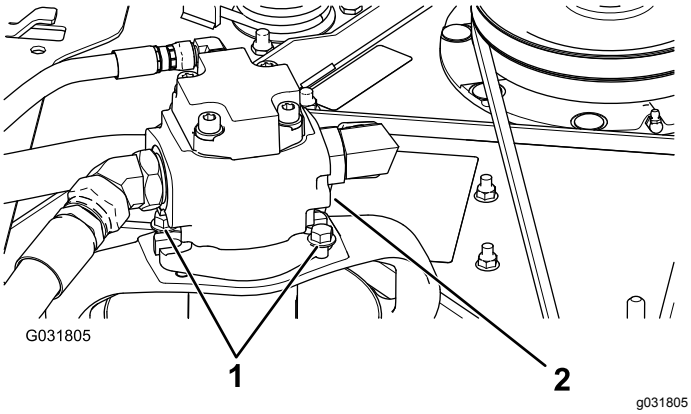

Figur 115
5. Fjern boltene som fester den hydrauliske motoren til klippeenheten (Figur 115).
3. Fjern boltene som fester den hydrauliske motoren til klippeenheten (Figur 115).